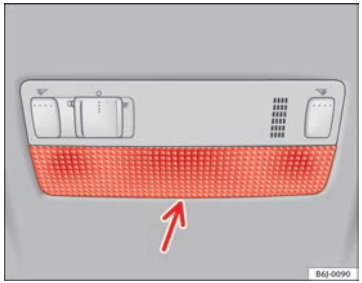

Fig. 169 Front reading light
– Insert a fine screwdriver between the casing and the glass ⇒ Fig. 169. ▶